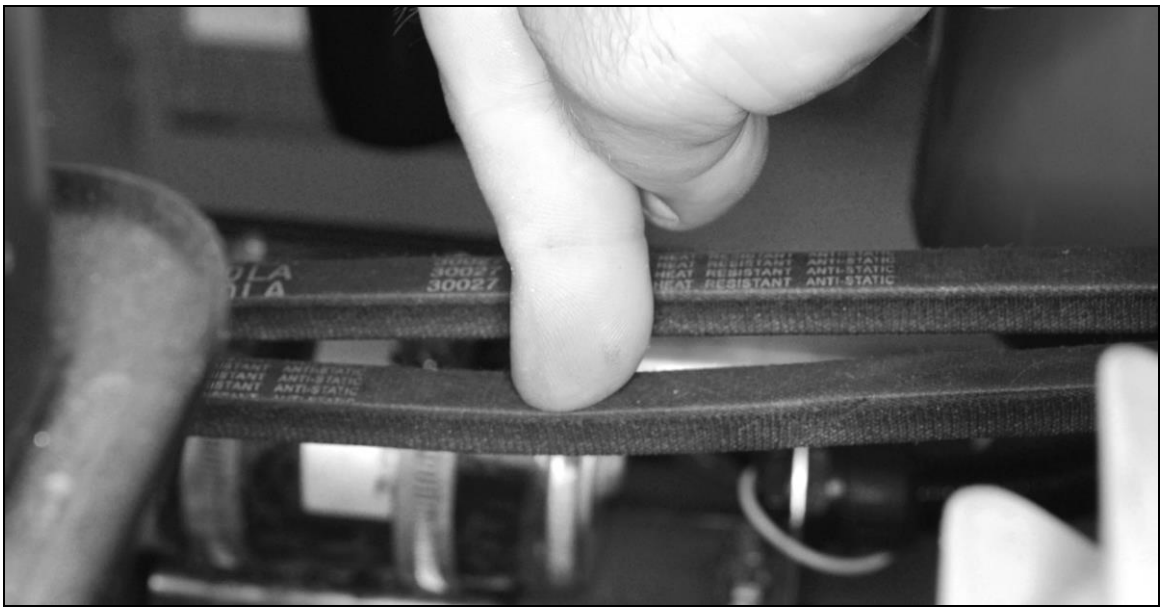

*Fig. 7 – Comprobación de la tensión de las correas*
3. Aplicar una presión firme con los dedos (aprox. 1 kg) en el centro de la parte superior de cada correa. Deben presentar una deflexión de unos 15 mm, que debe ser idéntica en las dos correas. Ver Fig. 7